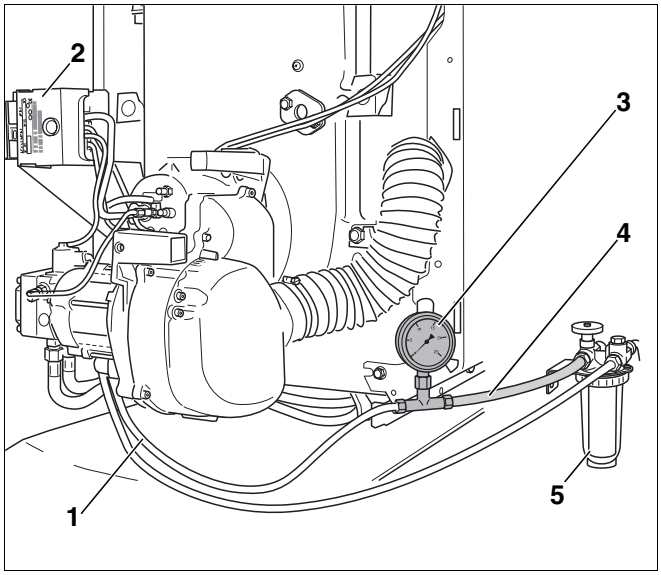

Fig. 11 Filtro de gasóleo, vacuómetro y tubo transparente
- Monte el vacuómetro (fig. 11, **pos. 3**) con el tubo transparente (fig. 11, **pos. 4**; accesorio) tal y como se representa en la figura 11, entre el filtro de gasóleo (fig. 11, **pos. 5**) y la tubería de aspiración de gasóleo (fig. 11, **pos. 1**).
- Quite el programador de combustión (fig. 11, **pos. 2**) de la base.
- Compruebe que la presión de aspiración sea adecuada y que no haya burbujas en el gasóleo aspirado a través del tubo transparente (fig. 11, **pos. 4**) o del vacuómetro (fig. 11, **pos. 3**) .
- Cierre la llave de paso de gasóleo situada en el filtro (fig. 11, **pos. 5**, página 16) y desmonte el tubo transparente (fig. 11, **pos. 4**, página 16) con vacuómetro (fig. 11, **pos. 3**, página 16).
- Enrosque la tubería de aspiración de gasóleo (fig. 11, **pos. 1**, página 16) en la conexión del filtro de gasóleo (fig. 11, **pos. 5**, página 16).
- Abra la llave de paso de gasóleo situada en el filtro (fig. 11, **pos. 5**, página 16).